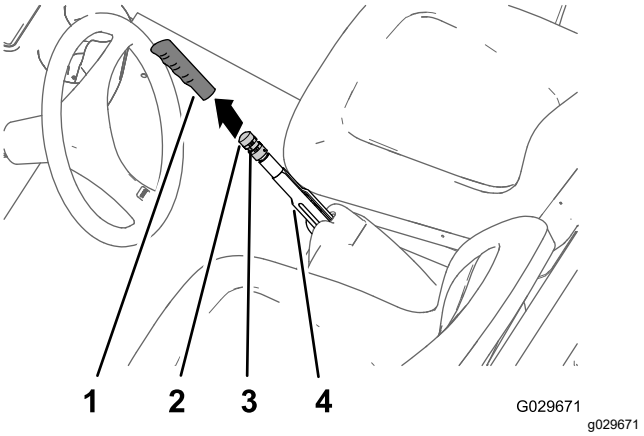

Figur 66
1. Fjern grebet fra parkeringsbremsehåndtaget (Figur 66).
2. Løsn sætskruen, der fastgør bremsejusteringsgrebet til parkeringsbremsehåndtaget (Figur 66).
3. Drej bremsejusteringsgrebet, indtil du når en kraft på 133 til 156 N, for at aktivere parkeringsbremsehåndtaget (Figur 66).
4. Stram sætskruen og monter håndgrebet (Figur 66).
2. Løsn sætskruen (Figur 66), der fastgør bremsejusteringsgrebet til parkeringsbremsehåndtaget, deaktiver parkeringsbremsen, og løsn bremsejusteringsgrebet.
5. Drej bremsejusteringsgrebet (Figur 66), indtil du når en kraft på 133 til 156 N, for at aktivere parkeringsbremsehåndtaget.
C. Drej bremsejusteringsgrebet (Figur 66), indtil du når en kraft på 133 til 156 N, for at aktivere parkeringsbremsehåndtaget.
- Stram sætskruen, og monter grebet (Figur 66).